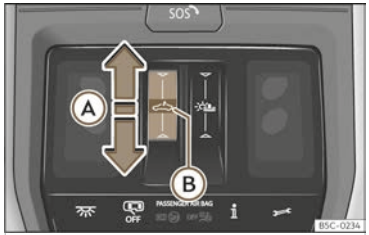

Fig. 88 On the headliner: glass roof button.
- Automatic movement: slide your finger back over the functional area ››› **Fig. 88** Ⓐ.
- Within approx. 5 seconds of the anti-trap function activating, slide your finger forward over the functional area ››› Fig. 88 Ⓐ and keep pressed until the sunroof is fully closed.